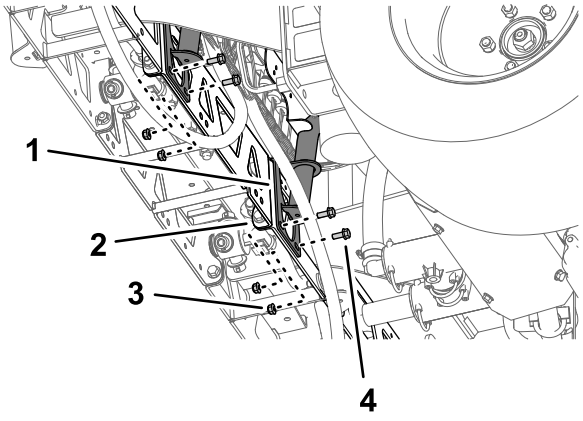
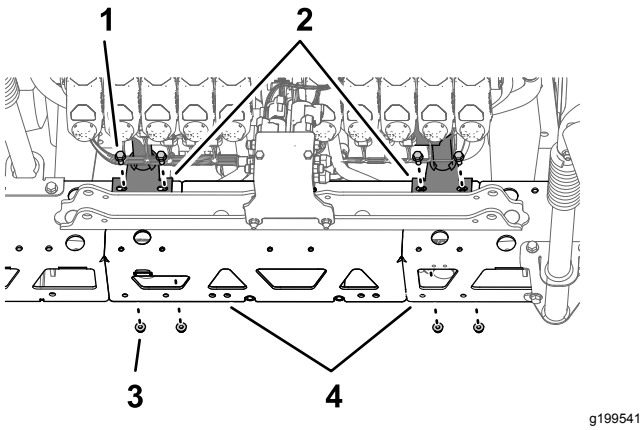

Figur 110
Figur 111
2. Juster hullerne på ventilbeslagets monteringsbeslag, så de passer med hullerne på afstiverstellet på midtersprøjtesektionen (Figur 110).
3. Monter ventilbeslaget på afstiverstellet (Figur 110 og Figur 111) med 4 bolte (5/16 x 3/4 tomme) og 4 flangelåsemøtrikker (5/16 tomme).